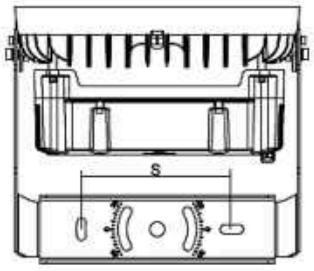

Figure 1
STEP 1: Mark the hole distance "S" shown in the product to be installed. (Figure 1)